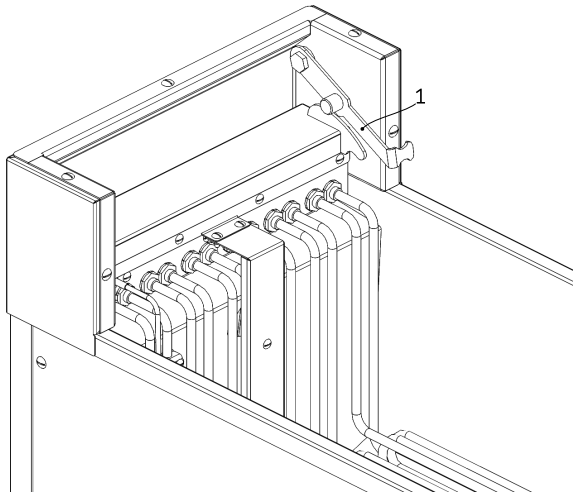

*Рисунок 3*
3. Выньте решётку, поднимите блок нагревательных элементов и зафиксируйте его с помощью фиксатора 1, см. Рис. 3: